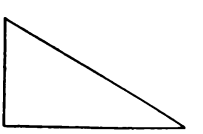

FIG. 24.
54. A **right-angled** triangle (Fig. 24) is any triangle having one right angle. The side opposite the right angle is called the **hypotenuse.** A right-angled triangle is now usually called a **right triangle.**